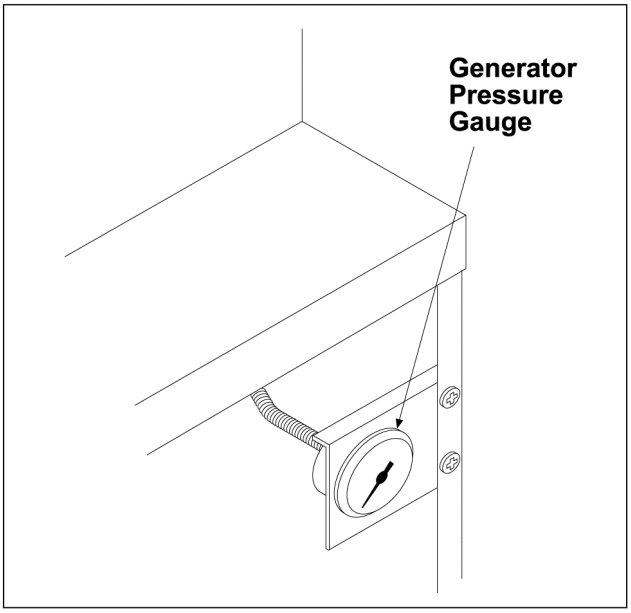

**Fig. 64**
**PREVIOUS PRODUCTION SHOWN (Fig. 64)**